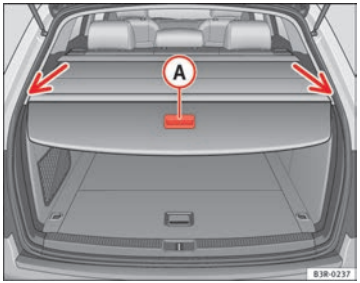

Fig. 118 Rear lid open with luggage compartment cover closed
– Using handle (A) ⇒ Fig. 118, pull the rolled-up cover evenly towards the rear of the vehicle.
– Insert the ends of the bar into the grooves in the left and right-hand side trim ⇒ Fig. 118 (arrows).